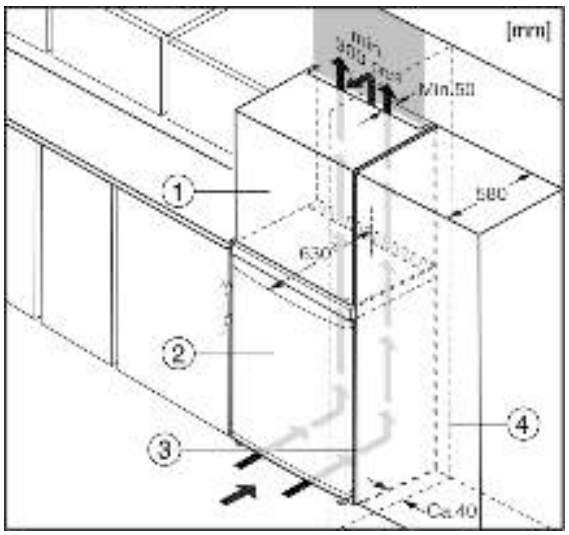

Fig. 10
The appliance can be built into kitchen units. A top cupboard *Fig. 10 (2)* can be added above the appliance in order to bring the appliance *Fig. 10 (1)* up to the height of the fitted kitchen units.
When installing with kitchen units (max. depth 580 mm), the appliance can be positioned directly next to the kitchen cabinet *Fig. 10 (3)*. The appliance will project by 34 mm x at the sides and 50 mm x in the centre of the appliance in relation to the kitchen cabinet front.*
If the appliance is installed with the hinges next to a wall *Fig. 10 (4)*, the distance between appliance and wall has to be at least 40 mm. This corresponds to the projection of the handle when the door is open.*